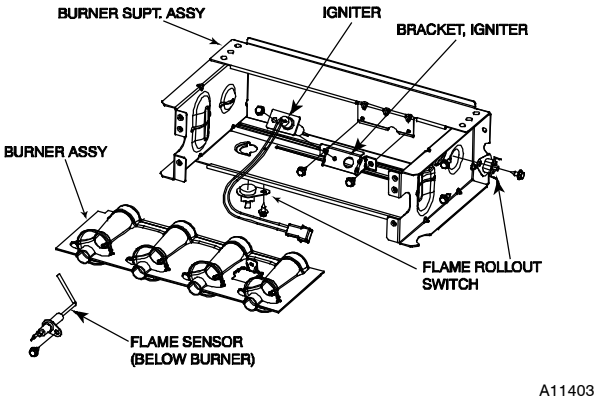

Fig. 68 - Burner Assembly
Refer to Fig. 68.
a. Using a 1/4-in. driver, remove the two screws securing the ignitor mounting bracket to the burner assembly See Fig. 68.
6. To replace ignitor and bracket assembly, reverse items 5a through 5d.
7. Reconnect ignitor harness to the ignitor, dressing the ignitor wires to ensure there is no tension on the ignitor itself. See Fig. 68.